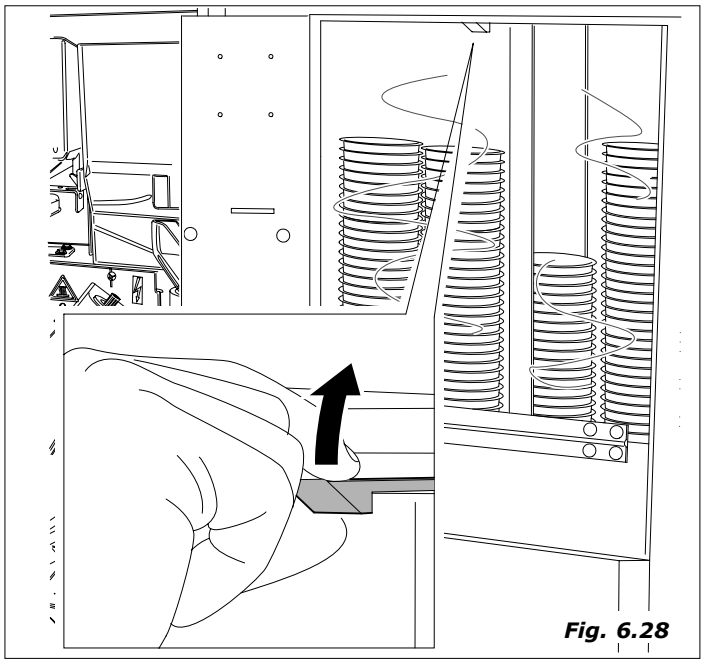

Fig. 6.28
- Abrir a portinha transparente como indicado na figura (*Fig. 6.28*)